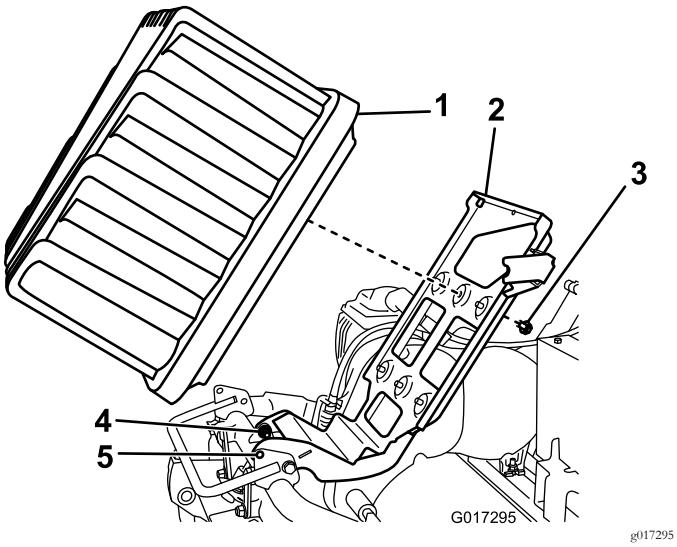

Rysunek 13
5. Odkręć 2 śruby/nakrętki wahliwe o pół obrotu (Rysunek 13).
6. Unieś tacę akumulatora aż do zrównania się otworów blokujących w podstawie i ramie (Rysunek 13).